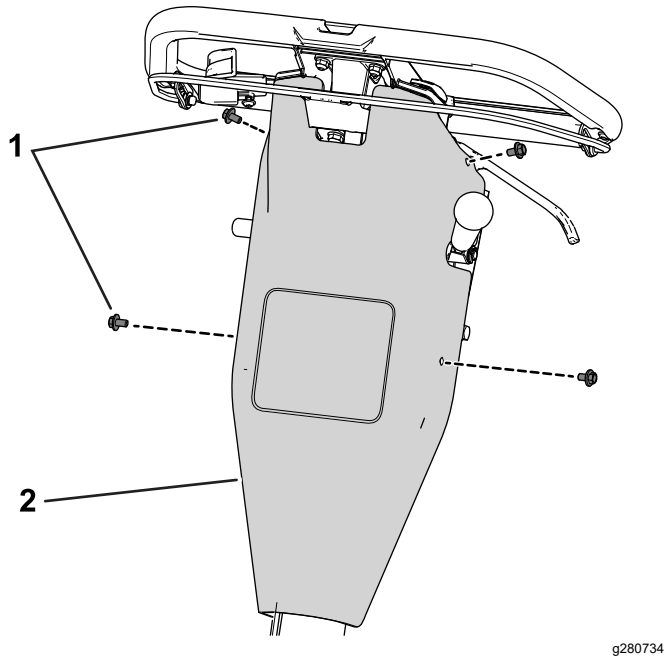

Figur 41
B. Fjern styringsdækslet ved at fjerne de skruer, der fastgør styringsdækslet til bagpanelet (Figur 41).